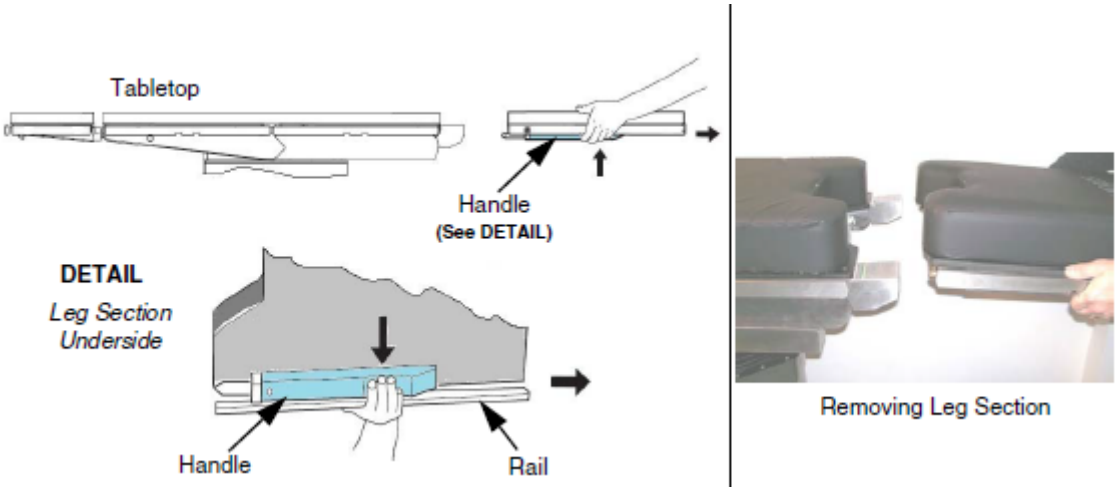

Figure 8-3. Leg Section Removal
2. **While holding leg frame, squeeze both handles and simultaneously pull backward (see *Figure 8-3*).**